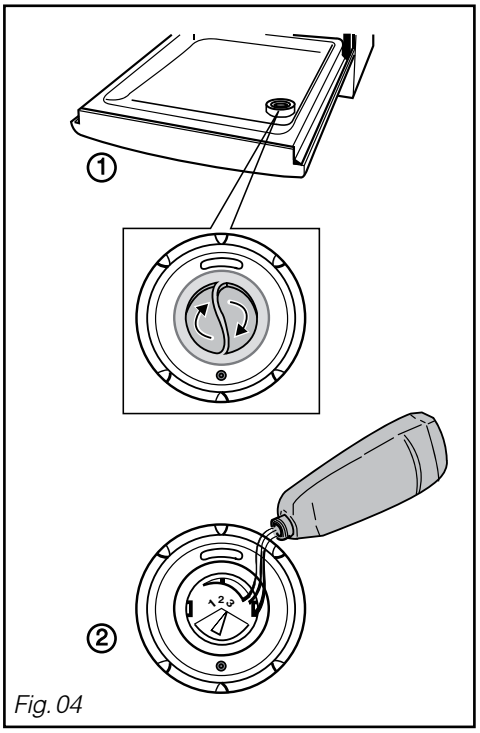

Fig. 04
• *Loading of rinsing product (Fig. 04)*